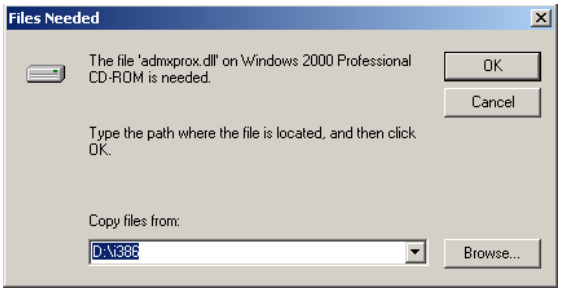

Figure 2.10: Files Needed Dialog Box
4. If additional files are necessary, the **Files Needed** dialog box will appear, as shown in **Figure 2.10.** In the **Copy files from** field, type in the drive on which your computer runs CD-ROMs, plus ":\i386"; or click the **Browse** button to locate the **i386** folder on your CD-ROM drive. After locating the **i386** folder, click on it to have it appear in the **Copy files from** field. Insert the Windows 2000 Professional CD-ROM and click on the **OK** button on the **Files Needed** dialog box.